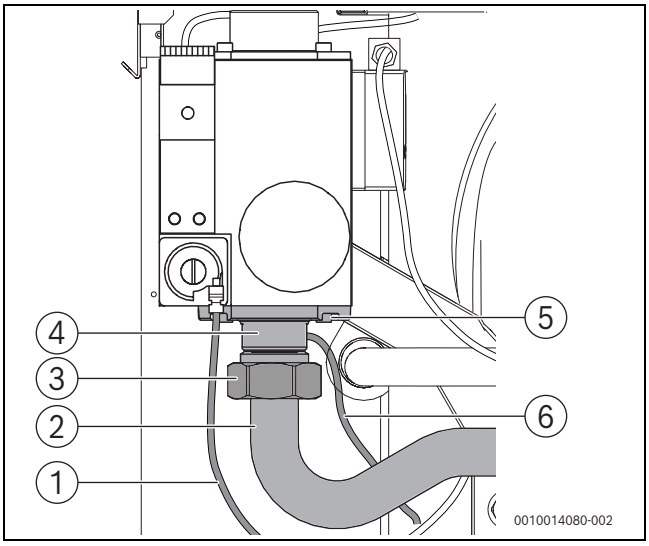

Fig. 25 Demontarea diafragmei de gaz (dimensiune cazan 75; 100; 150 [până la V03][1]; 200 – 300 kW)
- ▶ Desfaceți piulița oarbă de pe țeava de gaz n (→Fig. 25 și 26).
- ▶ Îndepărtați cele patru șuruburi cu cap hexagonal înecat (→Fig. 25 și 26, [5]) de pe flanșa de racordare [4] și îndepărtați flanșa de la nivelul armăturii. În acest sens, aveți grijă ca țeava de gaz [2] să nu fie deteriorată și/sau îndoită.
- Verificați conductele de măsurare pentru compensare [1] și presiunea de ieșire a gazului [5] cu privire la poziția corectă (→Fig. 25 și 26 precum și 17.4.3, pagina 71).